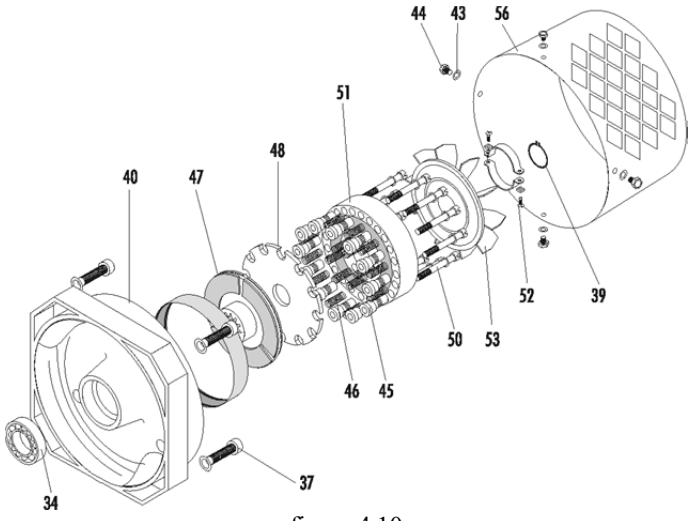

figure 4.10
In very humid atmospheres, it is also necessary to check the cleanliness of the contact surface between the brake armature (48) and the brake winding plate (51), from fig. 4.10; especially if there has been a long non operational period.